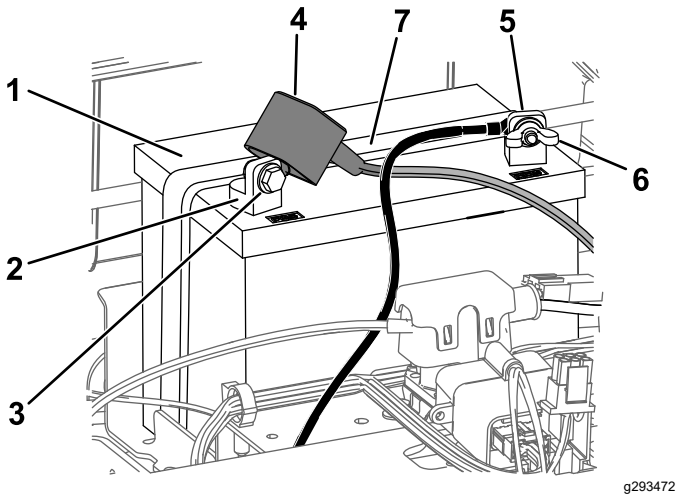

Figur 49
4. Lossa den jordade minuskabeln (svart) från batteripolen (Figur 49).
6. Lossa pluskabeln (röd) från batteripolen (Figur 49).
7. Ta bort batteriets låsfäste (Figur 49) och lyft ut batteriet ur batterilådan.
1. Placera batteriet i lådan (Figur 49).
5. Fäst batteriet med låsfästet (Figur 49).